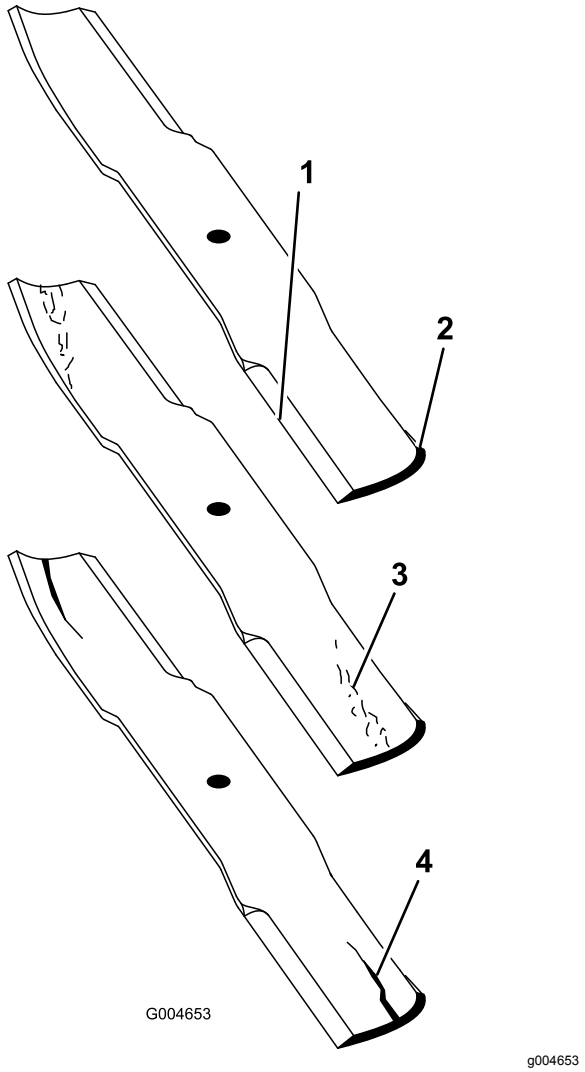

Figur 89
2. Undersök knivseggarna noggrant, i synnerhet där knivens flata och böjda del möts (Figur 89).
Obs: Kontrollera kniven innan du använder gräsklipparen, eftersom sand och slipande material kan slita bort metallen mellan knivens flata och böjda delar. Byt ut kniven om den är sliten (Figur 89).